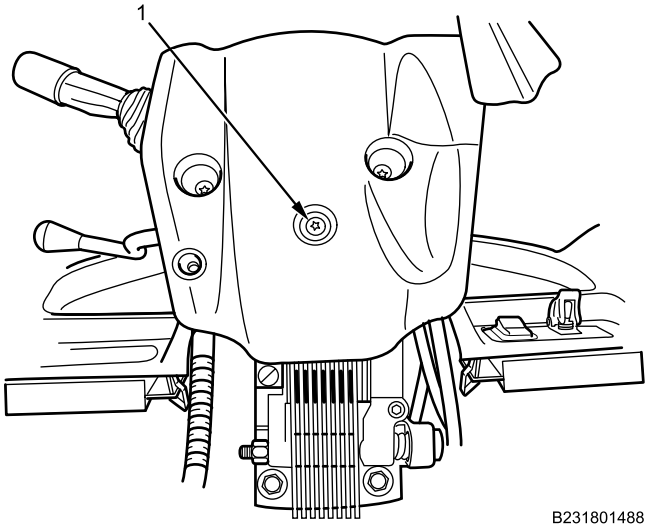

Figure 6. Steering Column Cover Lower Section Screw.
2. Place steering column cover lower section on steering column and loosely install torx screw (Figure 6, Item 1).